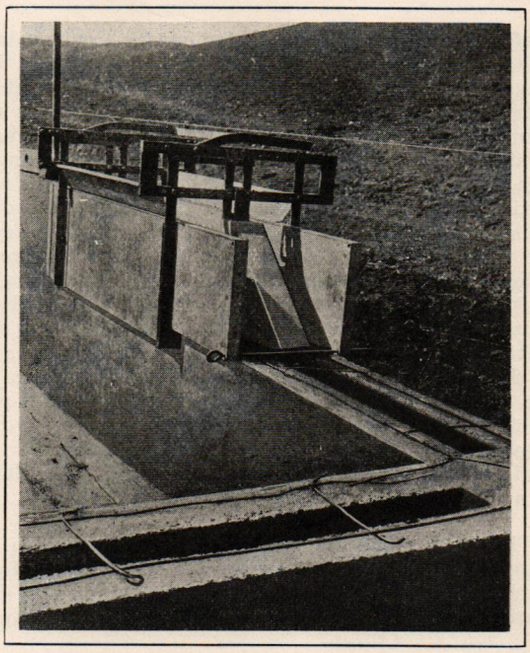

Fig. 12—The Tuohy Flexible Concrete Form Clamped onto a Wall Ready to Fill
W. H. Tuohy, of Eagle, Wis., made his debut at the show by exhibiting a flexible concrete form which has just been placed on the market. It can be used in the construction of any wall or building which does not require a structural iron framework. The illustration, Fig. 12, shows the machine closed, ready for filling. The apparatus attracted considerable attention on account of its simplicity, rapidity of operation, and low cost. The form and core are built of sheet metal, mak-